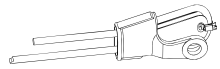

Figura 4
- Tire del extremo vivo para retirar el exceso del lazo, dejando espacio suficiente para insertar la cuña correctamente en el cuerpo. (Ver Figura 3) Asegure el cable a la cuña del SUPER TERMINATOR con una grapa (Ver Figura 4)
- Asegure el cable a la cuña del SUPER TERMINATOR con una grapa (Ver Figura 4).